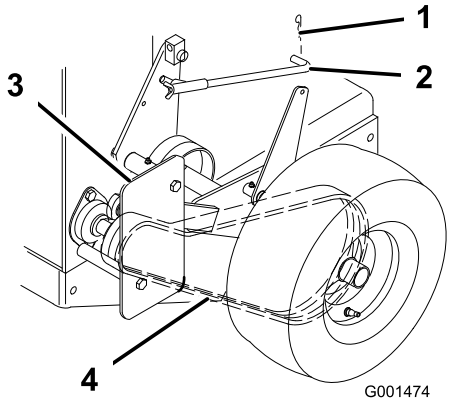

Figura 38
1. Retire el pasador de horquilla que sujeta la varilla del freno al brazo del freno para aliviar la tensión en la polea tensora de la correa (Figura 38).
2. Retire el perno inferior y afloje los pernos superiores del protector para poder girarlo y facilitar el acceso a la correa (Figura 38).
3. Eleve la correa, desacóplela de la polea tensora y retírela de la polea de transmisión (Figura 38).
6. Sujete el deflector con los pernos retirados anteriormente, y apriete los pernos (Figura 38).
7. Sujete la varilla del freno al brazo del freno con un pasador de horquilla (Figura 38).